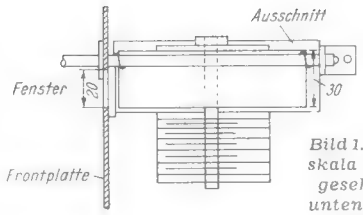
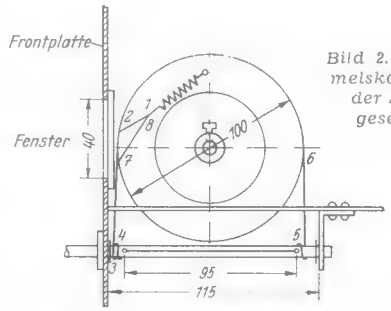

Bild 1. Trommelskala von unten gesehen, ganz unten der Drehkondensator
Bild 2. Trommelskala von der Seite gesehen
Eine für Meßgeräte geeignete Trommelskala kann man sich ohne großen Aufwand leicht selbst herstellen. Zu diesem Zweck schneidet man aus einer unverbeulten Blechbüchse von 100 mm Durchmesser den Boden mit einem 30 mm breiten Rand aus. Um die Trommel versteifen und auf der Drehkondensatorachse befestigen zu können, schraubt man sie auf ein glattes Skalenrad von etwa 50...70 mm auf. Da die Trommel bis unter das Chassis reicht, wird es rechteckig ausgeschnitten **(Bild 1)**. Die Antriebsachse besteht aus einem 140 mm langen Eisenstab von 6 mm Durchmesser, in den nach **Bild 2** zwei Löcher (Durchmesser je 2,5 mm) gebohrt werden. Damit die Achse in ihrer Längsrichtung nicht verrutscht, sägt man an der Innenseite der beiden Lager Einschnitte ein und schiebt Sprengringe auf. Das an der Frontseite befindliche Lager besteht aus einem Messing- oder Eisenblech von mehr als 2 mm Stärke.
Der Antrieb erfolgt über eine Skalenschnur. Die Schnur-Durchführungen zur Spannfeder werden nach Bild 2 mit Hilfe einer Reißnadel in die Trommel dicht am Rand der ehemaligen Blechbüchse von außen eingestochen, damit kein Grat entsteht, an dem die Schnur beschädigt wird. Die Schnur läßt sich bei eingedrehtem Drehkondensator aufziehen und zwar von Punkt 1 über 2 zu 3. Sodann werden nach Bild 2 zehn Windungen um die Achse zu den Punkten 4 und 5 gewickelt. Nach zwei weiteren Windungen, die zu 6 und 7 führen, wird die Schnur bei 8 an der Feder befestigt. Nun beklebt man die Trommel mit glattem Zeichenkarton und trägt die Eichung auf. Es empfiehlt sich, das Skalenfenster (40×20 mm) mit Plexiglas abzudecken, das auf beiden Seiten mit Hilfe der Reißnadel eingeritzt wird, und so eine parallaxfreie Ablesung ermöglicht. Die entstandenen Striche sind mit roter Tusche auszuziehen
J. F. Craib beschäftigt sich mit Schaltung und Dimensionierung von Impulsverlängerungsketten, die eine bis zu 25fache Impulsverlängerung bei ausreichender Proportionalität zwischen Eingangs- und Ausgangsamplitude ermöglichen. Bei den gewöhnlichen Verzögerungsgliedern **(Bild 1)** können die abgegebenen Impulse nie flache
Rechts: Bild 1. Übliches Verzögerungsglied für Impulse
Unten: Bild 2. Schaltung zur Verlängerung der Impulsdauer von 1 bis 15 µsec ohne Amplitudenverlust
Scheitel haben, weil der verlängerte Teil des Impulses grundsätzlich aus der exponentiell verlaufenden Entladungskurve des RC-Gliedes besteht. Hinzu kommt, daß der allmähliche Auslauf der Entladungskurve die gewünschte Impulsdauer übersteigt und bereits bis in den nächsten Impuls reichen kann. Eine Lösung nach **Bild 2** hingegen, die aus einer Vielfach-LC-Verzögerungskette besteht, ermöglicht Impulsverlängerungen mit linealflachem Scheitel und weitgehender Proportionalität zwischen Eingangs- und Ausgangsimpuls. In der gezeigten Anordnung können Impulse bis zur Größenordnung von 10 Volt verarbeitet werden. hgm